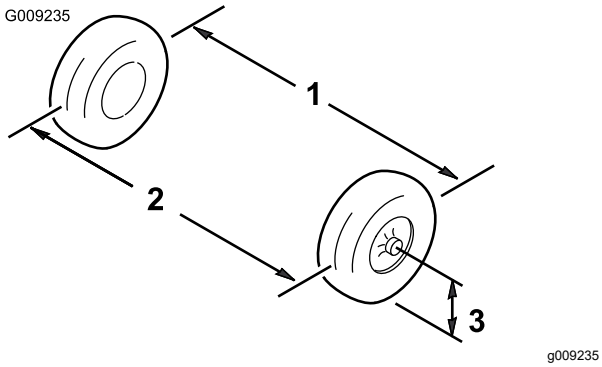

Figur 44
2. Mät avståndet mellan de båda framhjulen vid axelhöjd, både framtill och baktill på framhjulen (Figur 44).